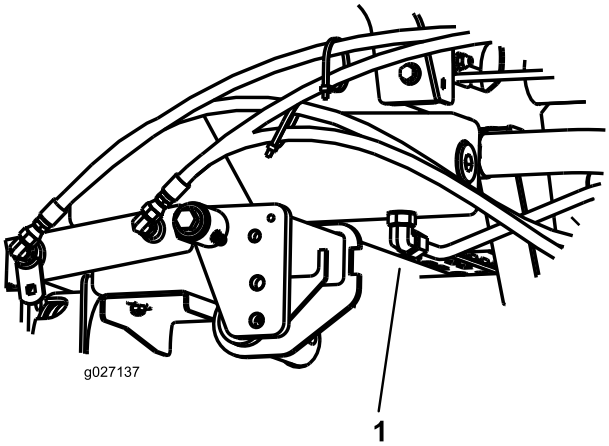

Figur 71
2. Ställ ett stort avtappningskärl under fästet som sitter på hydraultankens undersida (Figur 71).